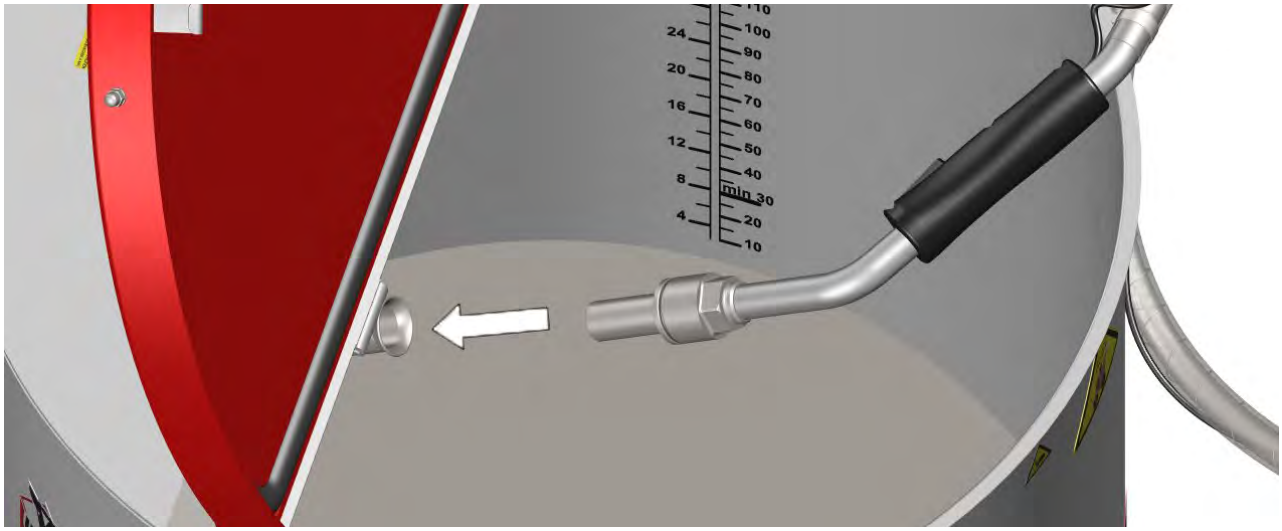

Afbeelding 25: Het doseerpistool in de spoelinrichting steken
1. Steek het doseerpistool in de spoelinrichting (zie Afbeelding 25: Het doseerpistool in de spoelinrichting steken.)